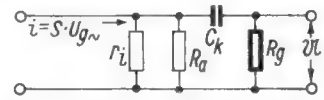

Bild 3. Ersatzschaltung nach Bild 1 und 2, gezeichnet für eine tiefe Frequenz
a) für tiefe Frequenzen (Bild 3)